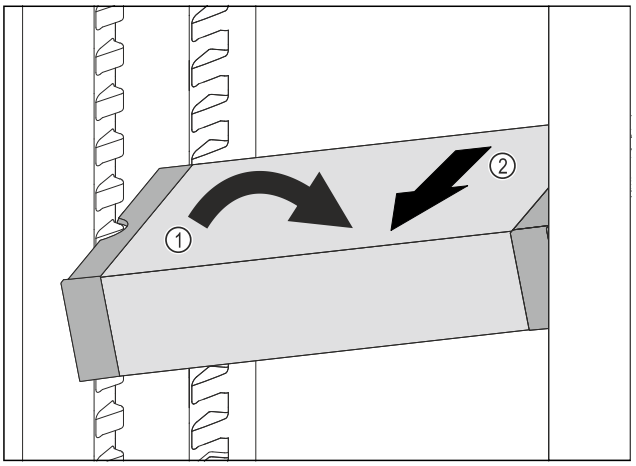

Fig. 173
- ▶ Set VarioSafe in refrigerator compartment at an angle. *Fig. 173 (1)*
- ▶ Take VarioSafe out to the front. *Fig. 173 (2)*